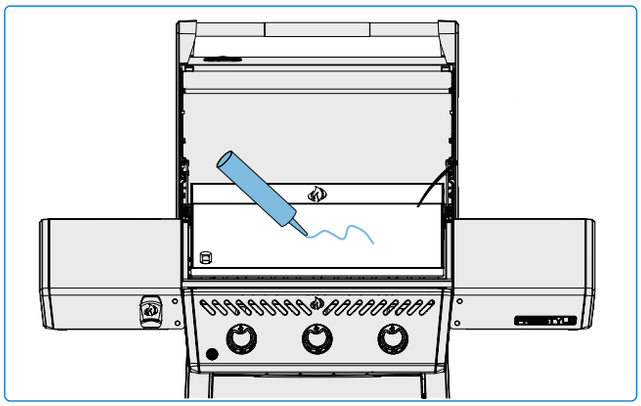

Fig. 9
- La placa de la plancha debe aceitarse antes de cocinar para evitar que los alimentos se peguen. **(Fig. 9).**